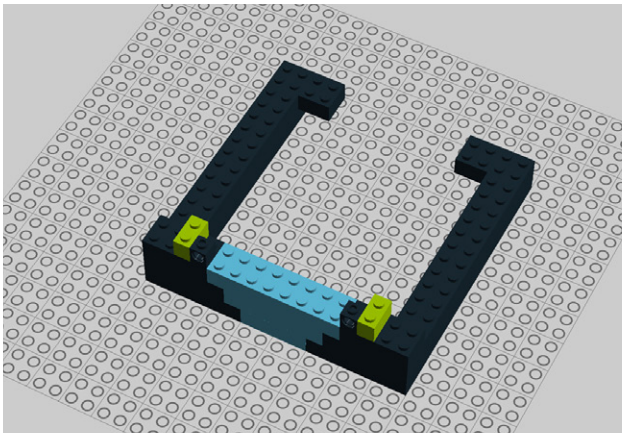

Figure 9-17. *Step 12: Two more bricks*
12. Now you need two 1x2 bricks (Figure 9-17).